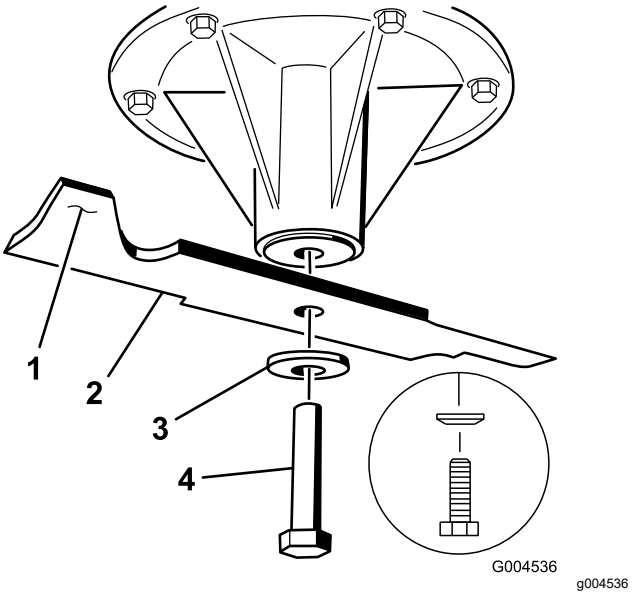

Figur 109
2. Avlägsna knivskruven, den böjda brickan och kniven från spindelaxeln (Figur 109).